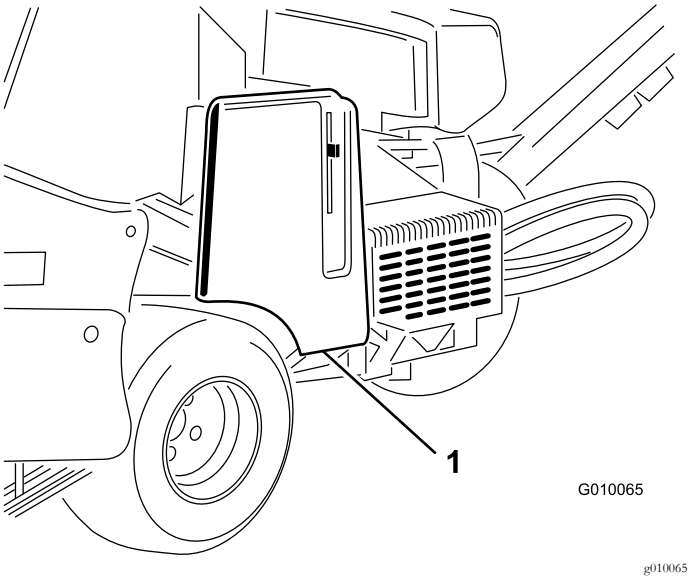

Figur 55
2. Lossa och ta bort remkåpan (Figur 55).